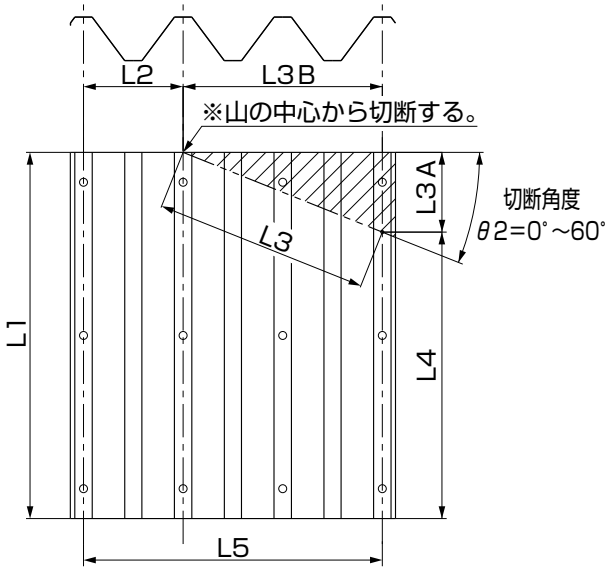

図6-3
①折板は図6-3を参照の上、山の中心から角度を設定して切断します。